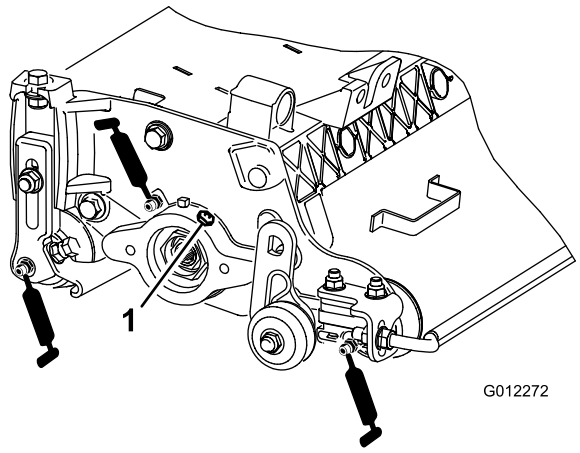

Figur 8
Varje vertikalklippare har sex smörjnipplar (Figur 8) som ska smörjas varje vecka med universalfett nr 2 på litiumbas.
2. Påför fett tills det rinner ut rent fett ur rullens tätningar och lagrets övertrycksventil (Figur 8).